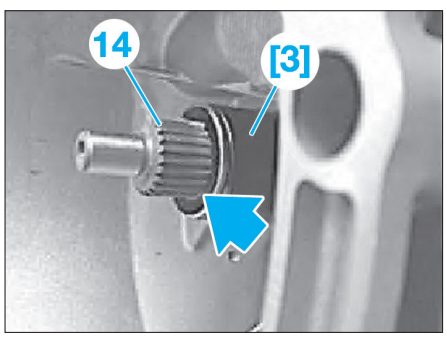

Fig. 14
- Monter, sur l'arbre primaire, la bague racleuse de graisse [3] jusqu'en butée **(Fig.14)**.
- Graisser la denture (14). Retirer la bague racleuse de graisse [3].